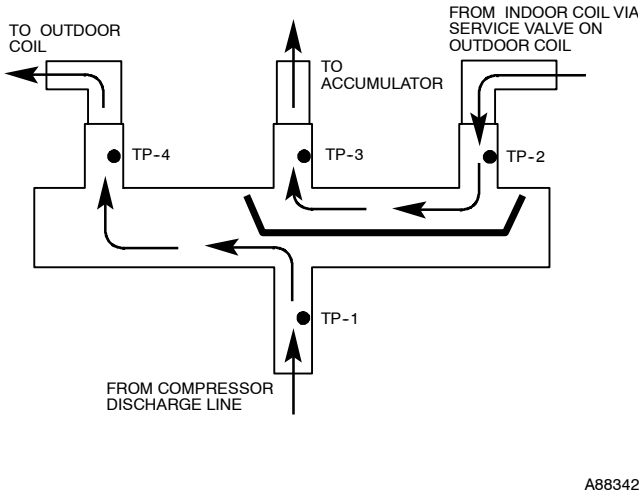
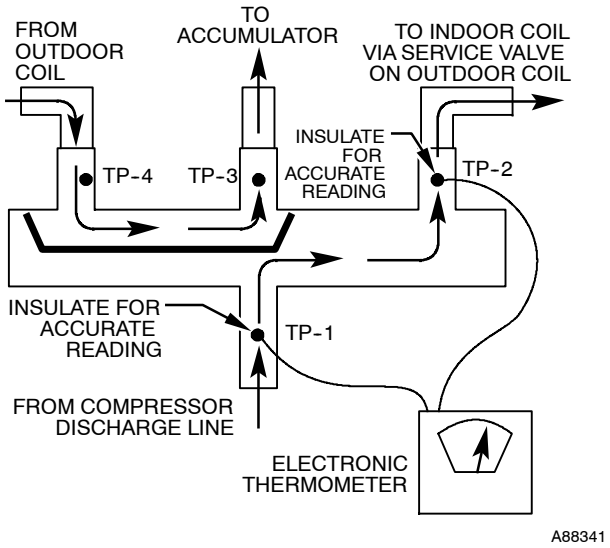

Fig. 18 – Reversing Valve (Cooling Mode or Defrost Mode, Solenoid Energized)
Fig. 19 – Reversing Valve (Heating Mode, Solenoid De-Energized)
Using a remote measuring device, check inlet and outlet line temperatures. **DO NOT** touch lines. If reversing valve is operating normally, inlet and outlet temperatures on appropriate lines should be close to each other. Any difference would be due to heat loss or gain across valve body. Temperatures are best checked with a remote reading electronic-type thermometer with multiple probes. Route thermocouple leads to inside of coil area through service valve mounting plate area underneath coil. Fig. 18 and Fig. 19 show test points (TP) on reversing valve for recording temperatures. Insulate points for more accurate reading.